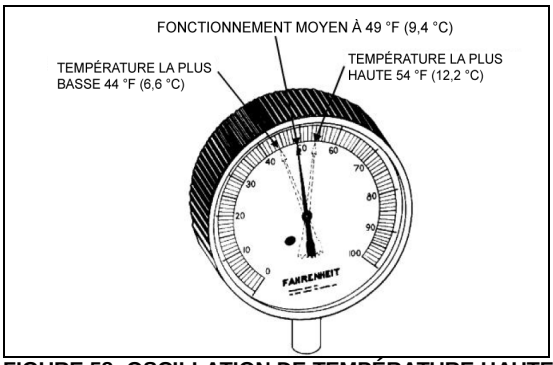

FIGURE 58: OSCILLATION DE TEMPÉRATURE HAUTE ET BASSE AU BULBE DISTANT
6. Observer approximativement cinq mesures à des intervalles de deux minutes et convertir en température à l'aide du tableau de pression de vapeur. De la même façon, observer la mesure de température au bulbe distant à des intervalles de deux minutes, et noter la mesure la plus basse et la plus élevée (Figure 58).